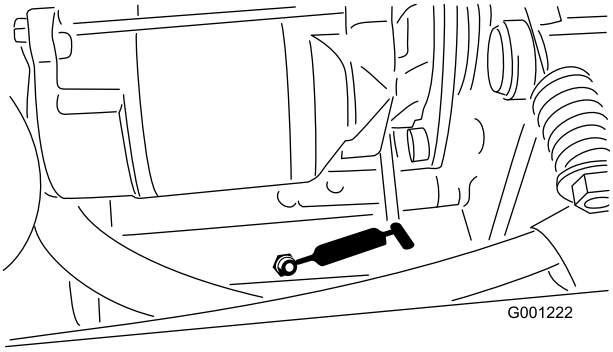

Figur 39
- Spændingsdrejetap til kraftudtag (Figur 39)
- Bageste kraftudtagsleje (Figur 39)